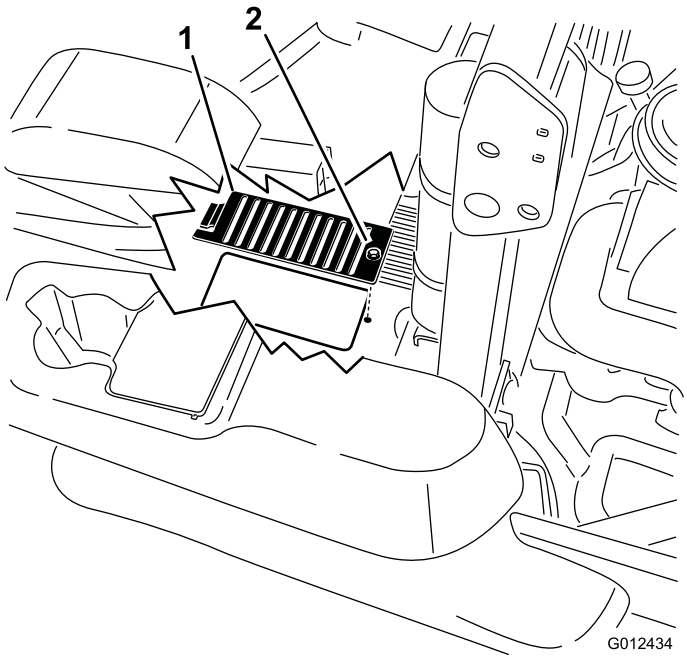

Figur 70
6. Ta bort skyddet och dess skruv ovanför varje oljesticka. Rengör runt varje oljesticka och hydraulenhet (Figur 70).